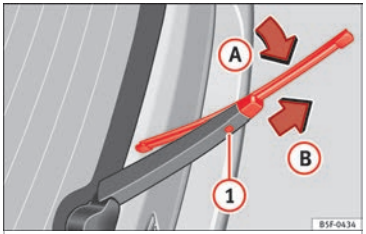

Bild 80 Byta bakrutans torkarblad
- Dra ut torkarbladet ur fästet på torkararmen ››› **bild 80** (se pil (A)).
- Håll in frigöringsknappen ››› **bild 80** (1) och dra samtidigt bladet försiktigt i pilens riktning (B). Det kan kräva lite kraft.
- Montera ett nytt blad av **samma längd och av samma typ** på bakrutans torkararm i motsatt riktning mot pilen ››› **bild 80** (B) och haka fast det. Du har lyckats när knoppen är i rätt läge (se pil (A)).